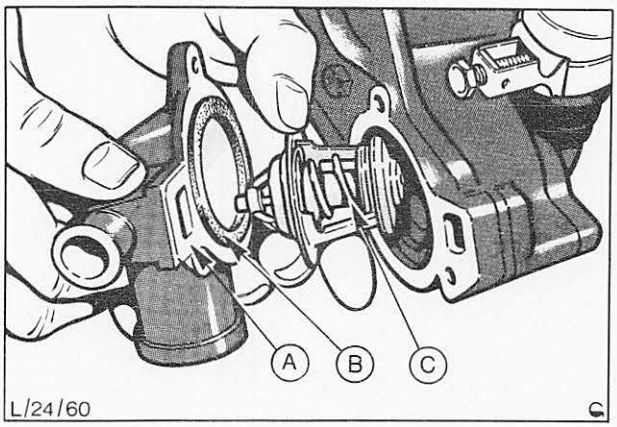

Abb. 79 Thermostatgehäuse mit Thermostat abbauen (V6-Motor)
Heizkörperschlauch vom Thermostatgehäuse lösen, Schrauben (3) ausschrauben und Gehäuse mit Thermostat abbauen, Abb. 79.